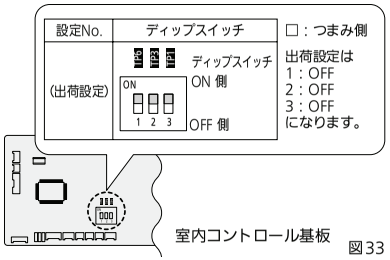

図33
- 電装ボックスのふたを開き、室内コントロール基板を確認してください。（図33）